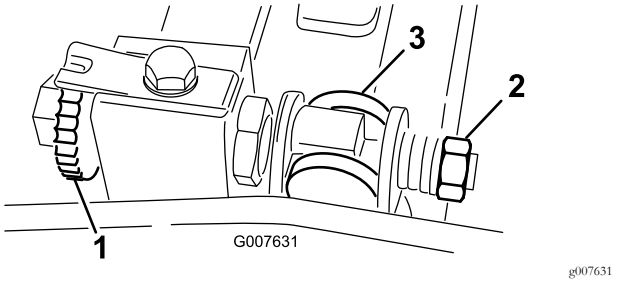

**Figur 55**
1. Drej bundtværstangens justeringsskrue mod uret for at føre bundkniven væk fra knivcylinderen (Figur 55).
2. Før fjederspændingsmøtrikken bagud, indtil spændeskiven ikke længere sidder stramt mod bundtværstangen (Figur 55).